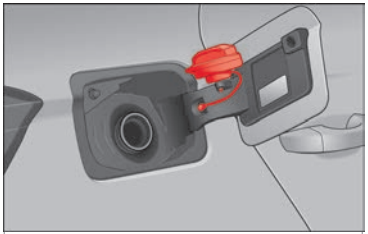

**Fig. 65** Fuel tank flap with tank cap attached.
- Place it in the space on the hinge of the open flap ››› Fig. 65.